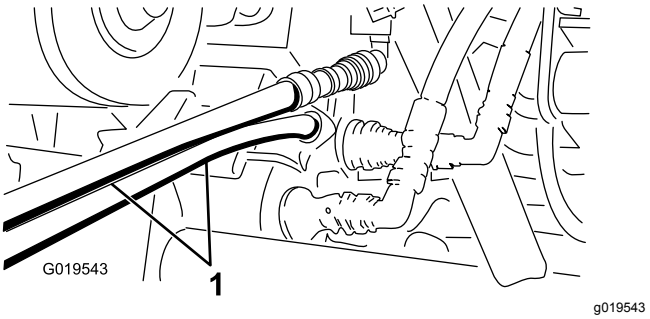

Figur 85
5. På den anden maskine: Forbind de to slanger med koblingen, der stadig sidder i koblingsholderen (forbind topslangen med topkoblingen og bundslangen med bundkoblingen) (Figur 85).